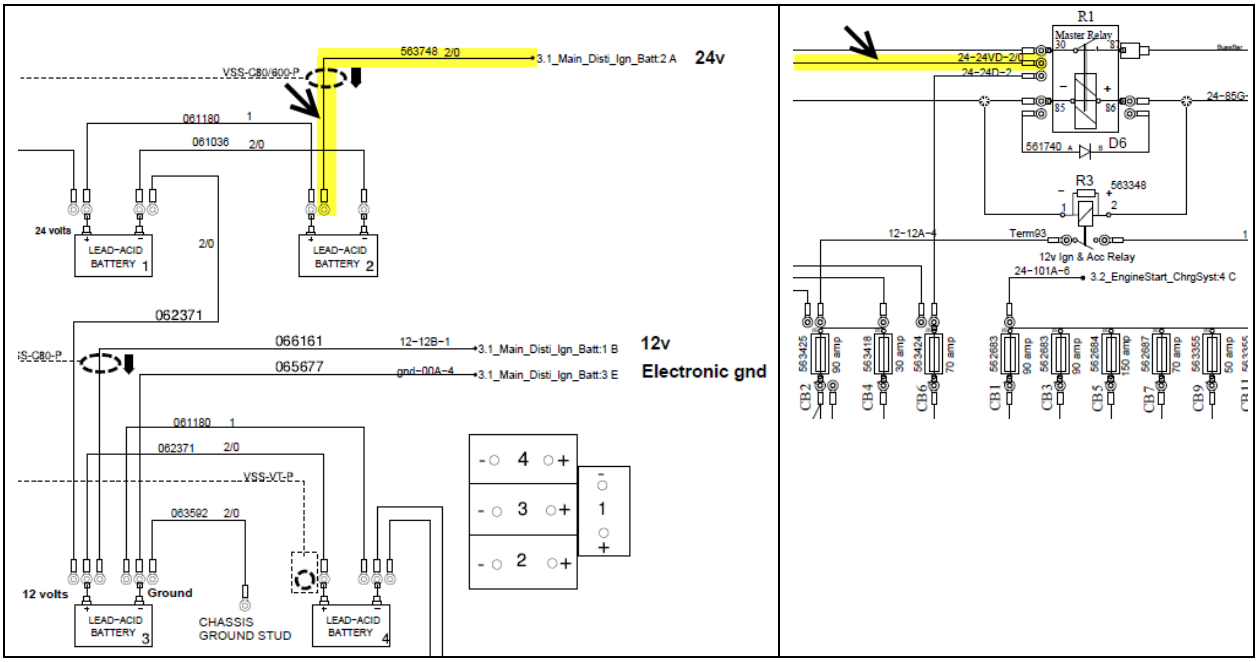

Figure 7
- dans le **compartiment des batteries** et entre la **batterie #2 et le relai principal R1** (Figure 7).